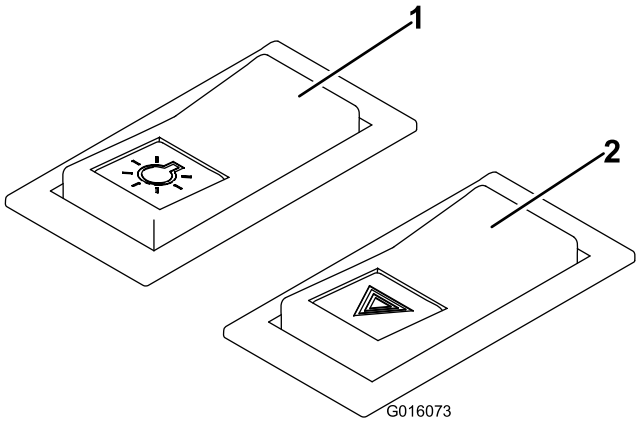

**Figura 19**
- Interruptor de las luces de emergencia — Enciende las luces de emergencia, y funciona con el interruptor de encendido conectado o apagado (Figura 19).
- Interruptor principal de los faros — Enciende los faros delanteros y traseros. Sólo funciona si el interruptor de encendido está en la posición de conectado (Figura 19).